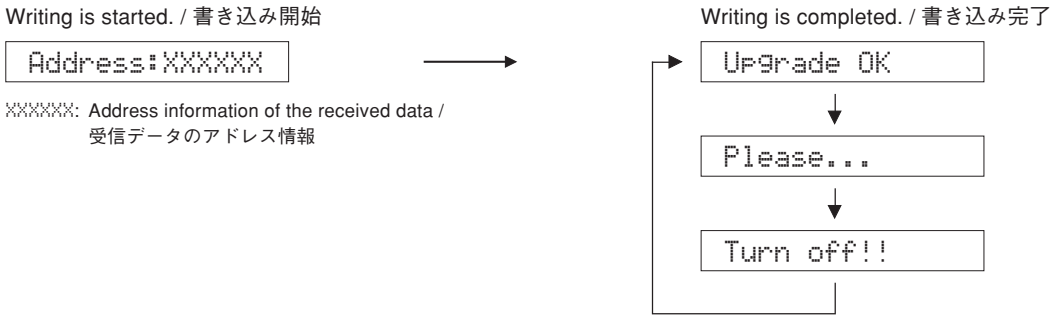

Fig. 3
Then writing of the firmware is started. (Fig. 3)
8. When writing of the firmware is completed, “Upgrade OK”, “Please...” and “Turn off!!” are displayed repeatedly. (Fig. 3)
ファームウェアの書き込みが開始されます。(Fig. 3)
8. ファームウェアの書き込み完了後、“Upgrade OK”、“Please...”、“Turn off!!”が繰り返し表示されます。(Fig. 3)